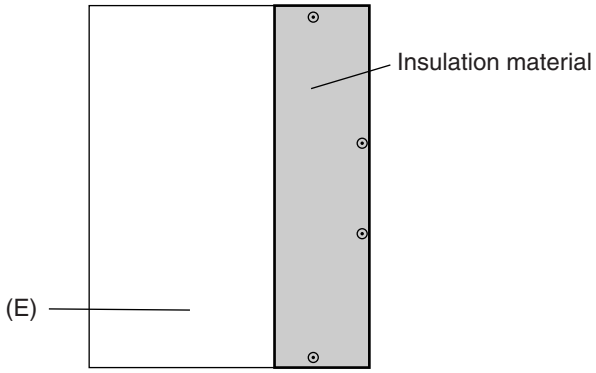

Fig. 6
- **To avoid dew condensation, use insulated screws in the places marked with circles in Fig. 6.**